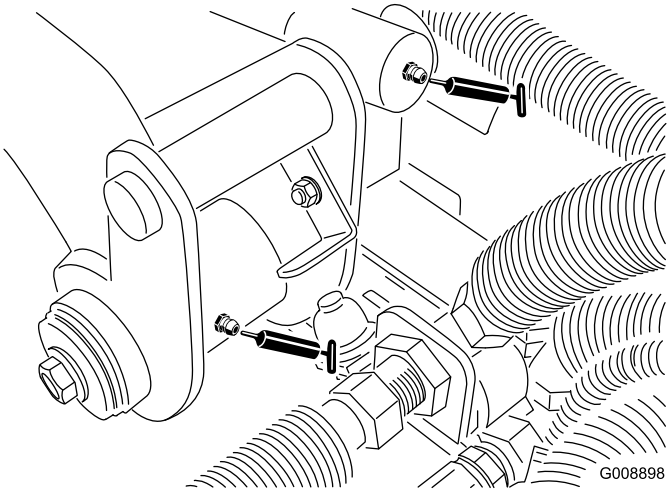

Rysunek 54
- Oś i siłownik tylnego ramienia podnoszącego (2) (Rysunek 54)